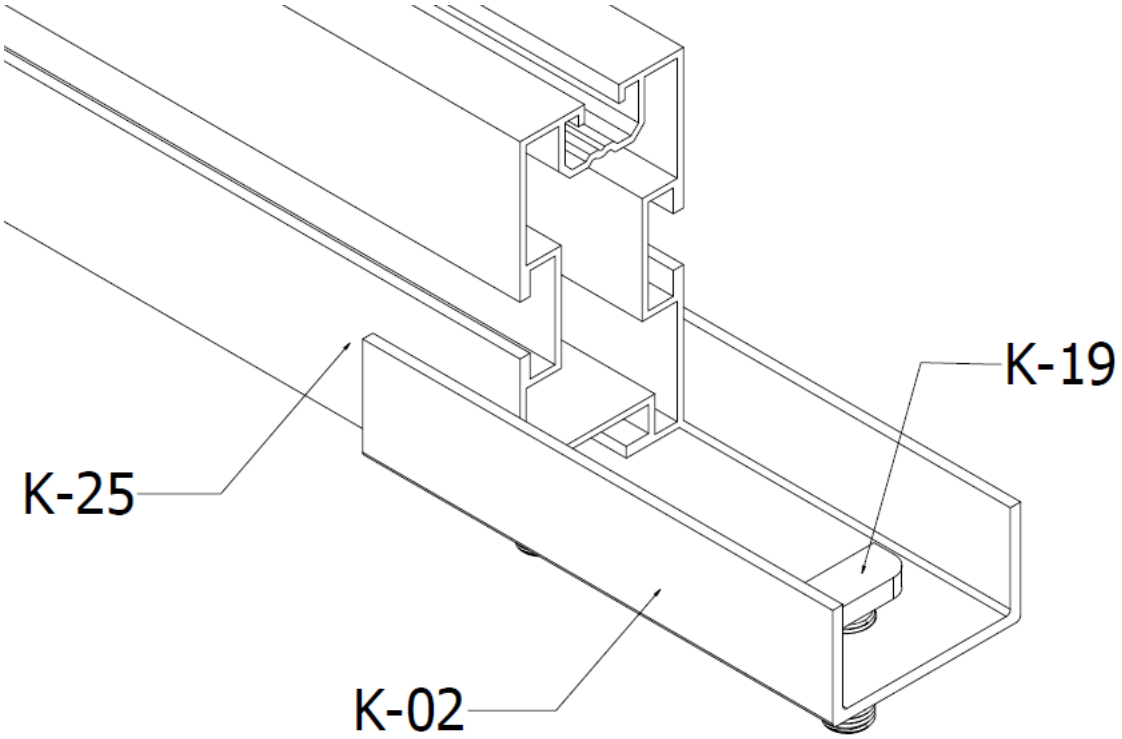

RYS.9 Montaż łącznika K-02 z profilem K-25
10. Przygotuj aluminiowe profile montażowe, połącz je w ilości odpowiadającej długości całej konstrukcji. Zachowaj kilkucentymetrowy zapas pozwalający na ewentualną regulację. Aby zachować ciągłość profili, w miejscach łączeń kolejnych, zastosuj łącznik K-02 nakładając go na końce dwóch przyległych do siebie profili. Łącznik skręć przy użyciu dwóch śrub „T-owych" K-19 (rys.9). Profile można obcinać na wymaganą długość.